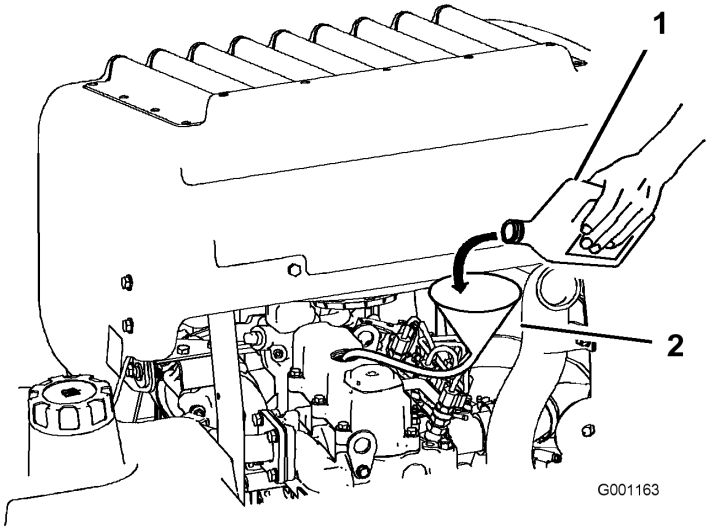

Figure 38
3. Utilisez un tuyau et un entonnoir pour faire l'appoint d'huile moteur (Figure 38).